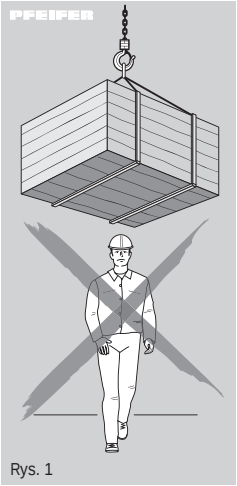

Rys. 1
- Przebywanie pod wiszącym ładunkiem jest zabronione (Rys. 1).